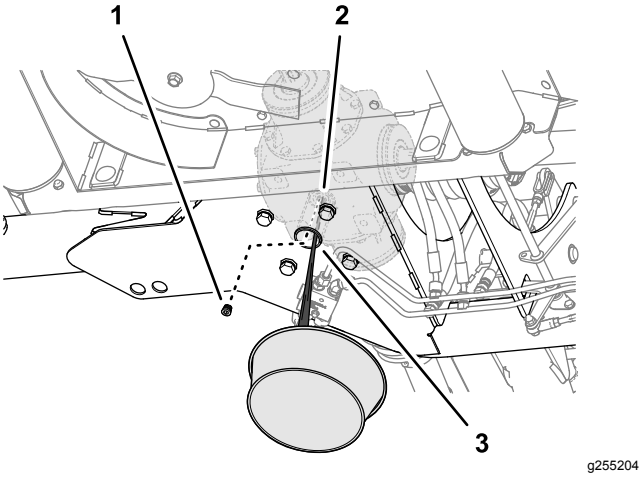

Rysunek 60
1. Pracując przez otwór dostępowy w dolnej płycie ramy kosiarki, ustaw tacę ociekową pod otworem (Rysunek 60).
2. Wyjmij korek z otworu spustowego środkowej przekładni i odczekaj, aż cały olej spłynie (Rysunek 60).